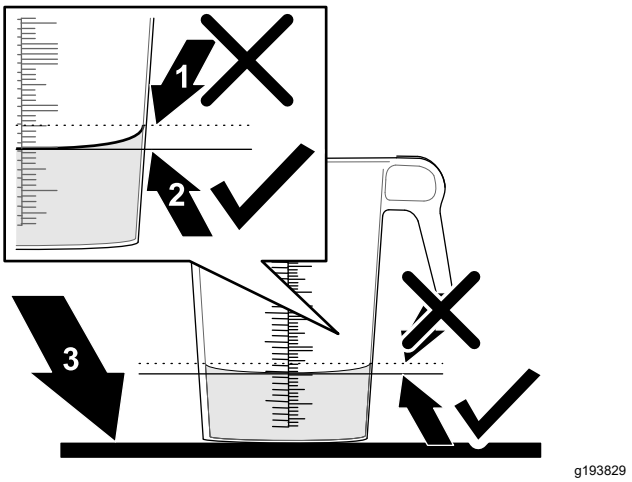

Bild 50
6. Stellen Sie den Behälter mit der Skala auf eine ebene Fläche und notieren Sie das Flüssigkeitsvolumen (Bild 50).